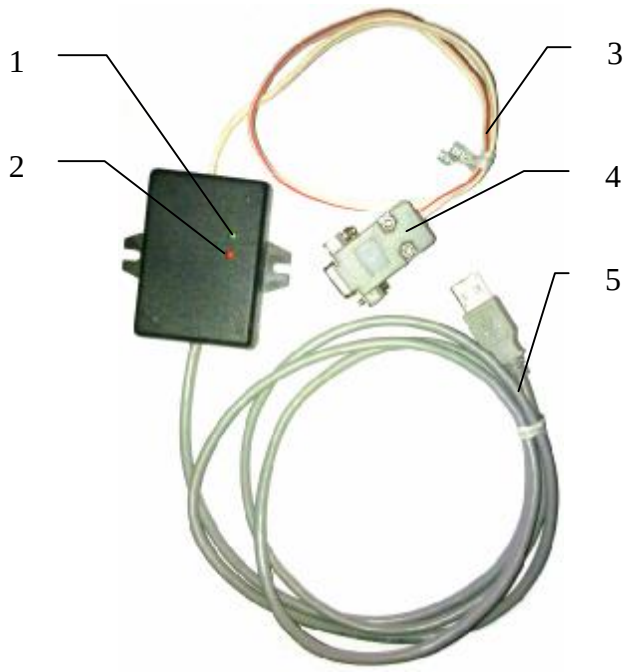

Рисунок 1.1 – Элементы подключения и индикации TS-07U
2.2.5 После проделанных действий при наличии обмена с ПК будет индикация соответствующими светодиодами наличия обмена с ПК (см. рис. 1.1).